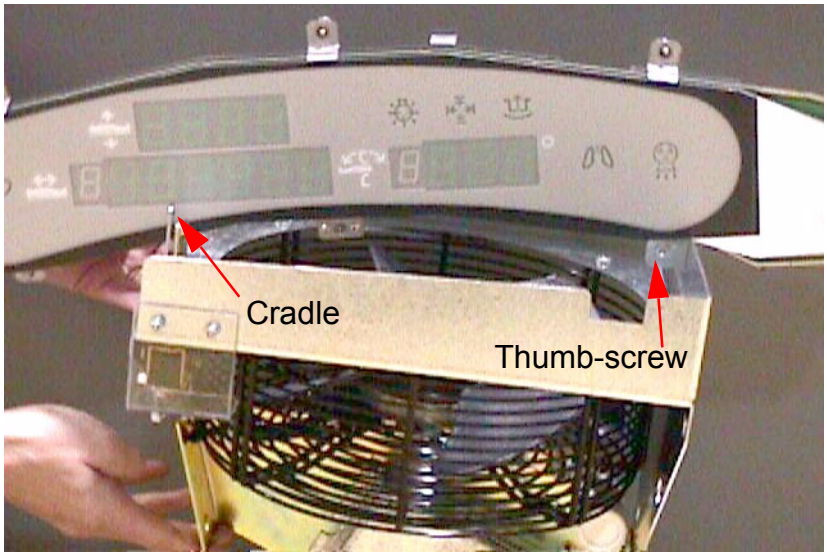

Figure 8-69 Gantry Display Service Mounting Location "B"
* Position "B" - place the Display in the cradle across the top of the right Gantry Fan Assembly. Use thumb-screw to secure display on right side. Reference Figure 8-69.